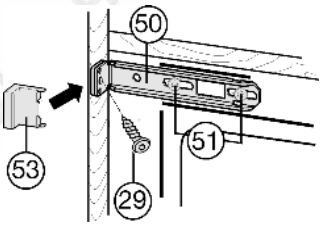

Fig. 18
▶ Немного ослабьте винты *Fig. 18 (51)*.
▶ Закрепите верхний крепежный уголок *Fig. 18 (50)* с помощью винтов для стружечной плиты *Fig. 18 (29)* ø4x19 на стенке мебели.
▶ Удалите выступающий конец крышки *Fig. 18 (53)*.
▶ Затяните винты *Fig. 18 (51)*.
▶ Установите крышку *Fig. 18 (53)*.